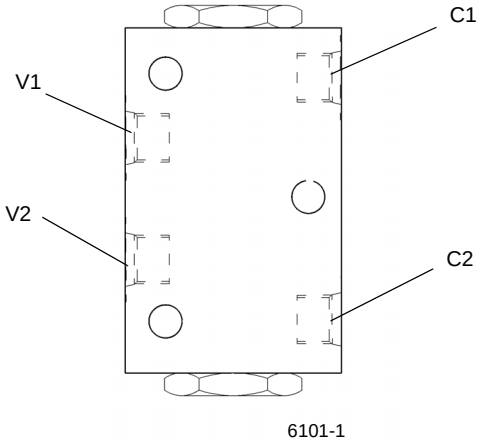

FIGURA 2-29
A válvula de segurança operada por piloto (PO) duplo (Figura 2-29) está localizada no lado esquerdo da placa lateral esquerda da superestrutura, atrás da cabine. Ela é usada para manter ou travar o cilindro de inclinação da cabine no lugar. a vazão do óleo é direcionado das entradas “V” para as entradas “C”, enquanto bloqueia a vazão na direção oposta. A vazão é invertida de “C” para “V” quando o óleo de pressão piloto é aplicado na entrada “V” no lado oposto.